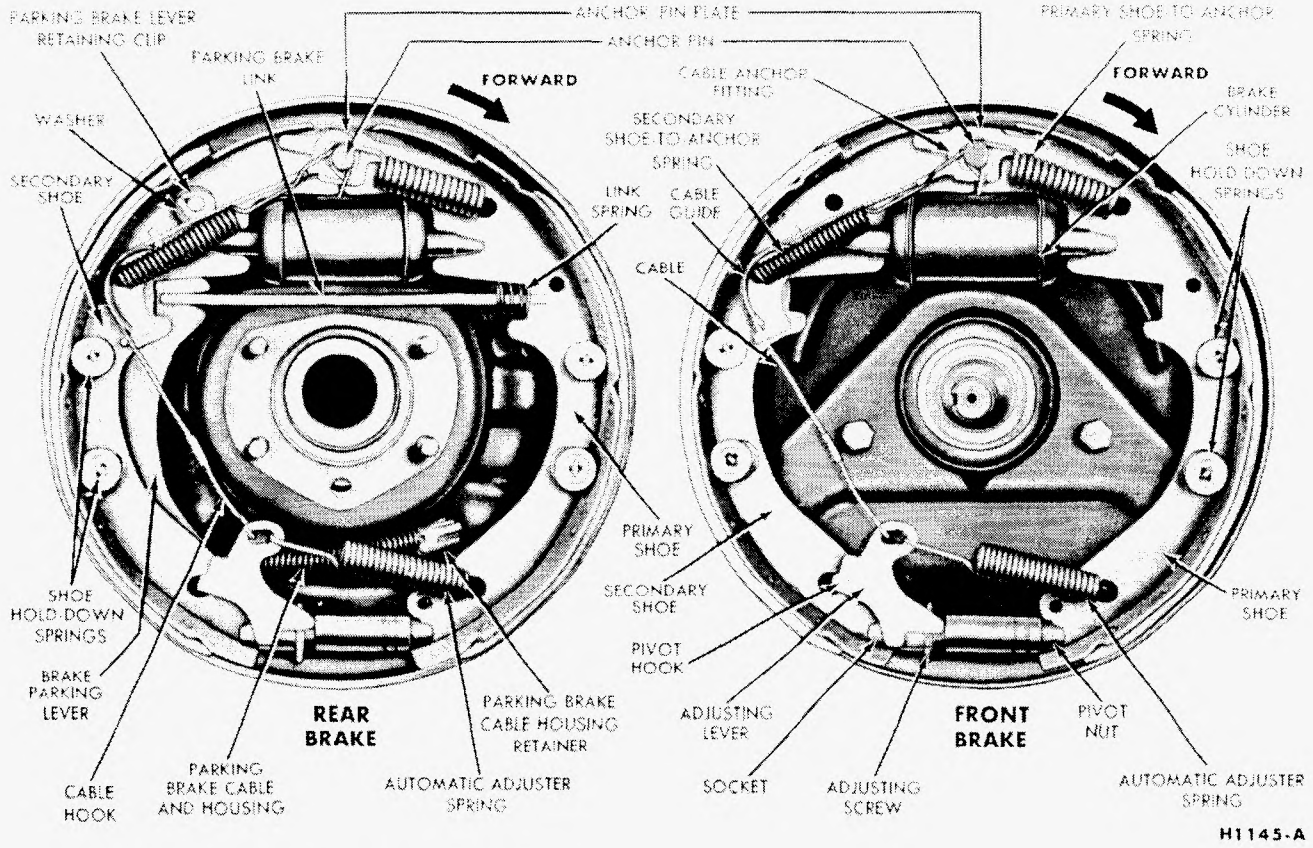
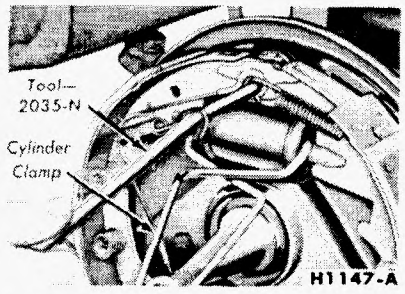

FIG. 26—Typical Self Adjusting Brakes
FIG. 30—Retracting Spring Installation—Self-Adjusting
2. Contract the brake shoes as follows: Disengage the adjusting lever from the adjusting screw by pulling backward, toward the rear of the car, on the adjusting lever (Fig. 26). Move the outboard side of the adjusting screw upward, and back off the pivot nut as far as it will go. Move the shoes apart sufficiently to remove the adjusting screw, pivot nut and socket.
4. Remove the automatic adjuster spring and adjusting lever (Fig. 26). On Fairlane front brakes, remove the shoe retracting assist spring.
6. Remove the cable guide from the secondary shoe (Fig. 26). Remove the shoe hold down springs and shoes.
7. On rear brakes, remove the parking brake link and spring. Disconnect the parking brake cable from the parking brake lever. Disassemble the parking brake lever from the secondary shoe (primary shoe on Thunderbird) by removing the retaining clip and spring washer (Fig. 26).
4. Install the primary shoe to anchor spring with the tool shown in Fig. 30. Install the cable guide in the secondary shoe web, with the flanged hole fitted into the hole in the secondary shoe web. Thread the cable around the cable guide groove (Fig. 26).
5. Install the secondary shoe to anchor spring (Fig. 30). **Be certain that the cable end is not cocked or binding on the anchor pin when installed. All parts should be flat on the anchor pin.** Remove the brake cylinder clamp.
9. Position the hooked end of the adjuster spring into the large hole in the primary shoe web, and connect the loop end of the spring to the adjuster lever hole. Pull the adjuster lever, cable, and automatic adjuster spring down and toward the rear to engage the pivot hook in the large hole in the secondary shoe web (Fig. 26).